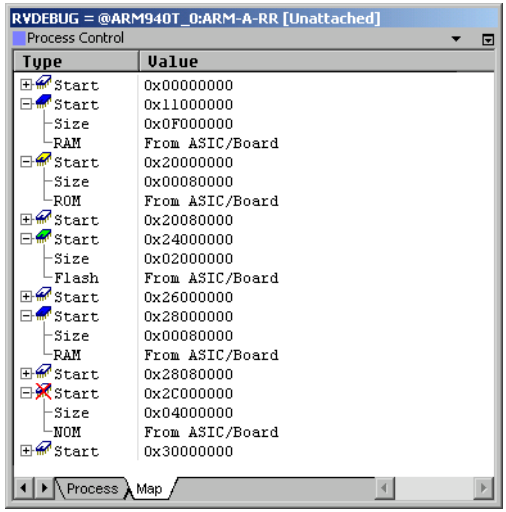

Figure 5-3 Colors in the memory map
5. Click on the plus signs to expand the entries, shown in Figure 5-3 on page 5-9.
For example, if you are working with an ARM architecture-based target, the first entry in the memory map shows `Start` (see Figure 5-3 on page 5-9) if the memory access rule is defined as `Any`. If you are using a DSP-based target, the first entry in the map shows the access rule for the type of memory at that location, for example `Prog`. Colored icons are used to show the type of memory defined, see *Display colors* on page 5-8.
When using the **Map** tab to view the memory map, RealView Debugger uses colored icons to make the display easier to read and to highlight the different memory definitions, shown in the example in Figure 5-3 on page 5-9.